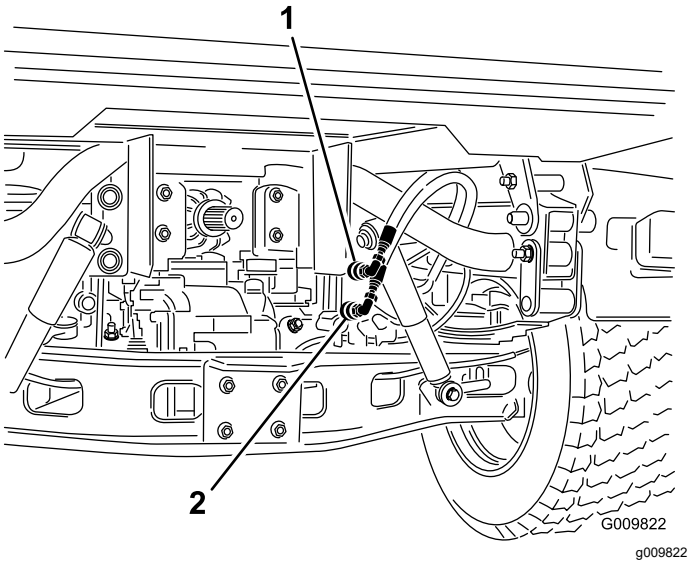

Figuur 71
2. Maak de 2 slangen met snelkoppelingen op beide machines los van de slangen die zijn bevestigd aan de beugel van de koppeling (Figuur 71).